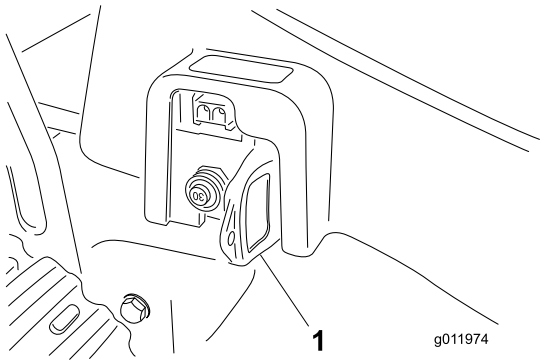

Figura 5
El cortacésped sólo funciona si la llave está introducida del todo en el receptáculo del enchufe (Figura 5). Para evitar un arranque accidental o el uso no autorizado del cortacésped, retire siempre la llave del receptáculo del enchufe cuando deje el cortacésped sin supervisar. Guarde la llave fuera del alcance de los niños.
2. Introduzca la llave a fondo en el receptáculo del enchufe (Figura 5).